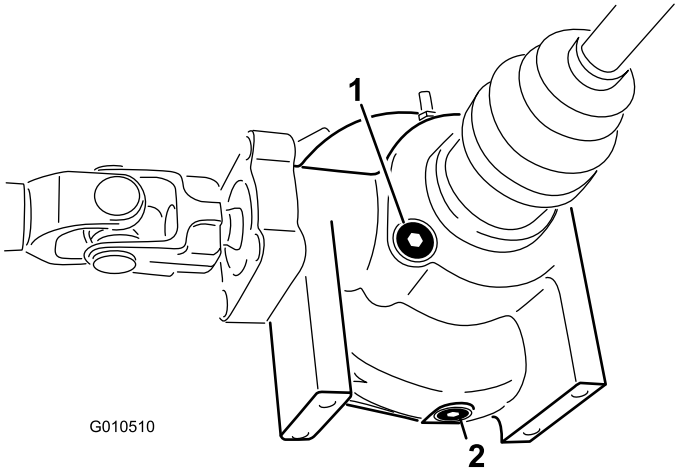

Figura 55
2. Limpe a área em torno do bujão de dreno na parte lateral do diferencial (Figura 55). Coloque um recipiente de escoamento debaixo do tampão de escoamento.